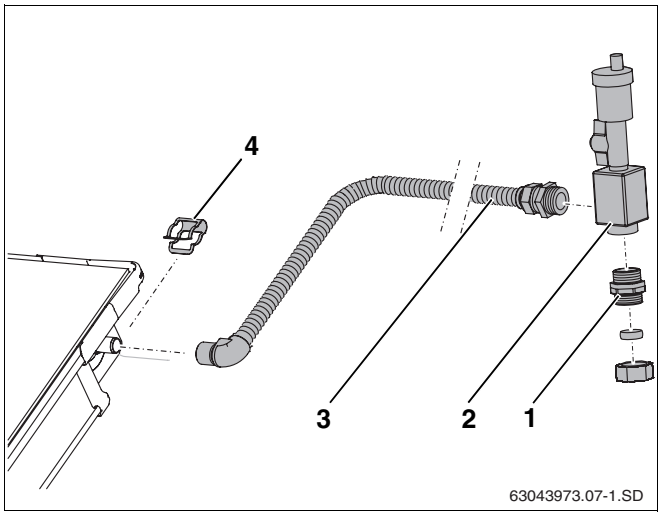

Abb. 37 Entlüfter unter Dach montieren
- Anschlussrohr (Abb. 37, **Pos. 3**) auf den Vorlaufanschluss des Kollektorfeldes schieben und mit Klammer (Abb. 37, **Pos. 4**) fixieren.
- Anschlussrohr (Abb. 37, **Pos. 3**) und Doppelnippel (Abb. 37, **Pos. 1**) in Lufttopf festschrauben (O-Ring-Dichtung).
- Sammelleitung an Doppelnippel mit Klemmringverschraubung (Abb. 37, **Pos. 1**) anschließen.